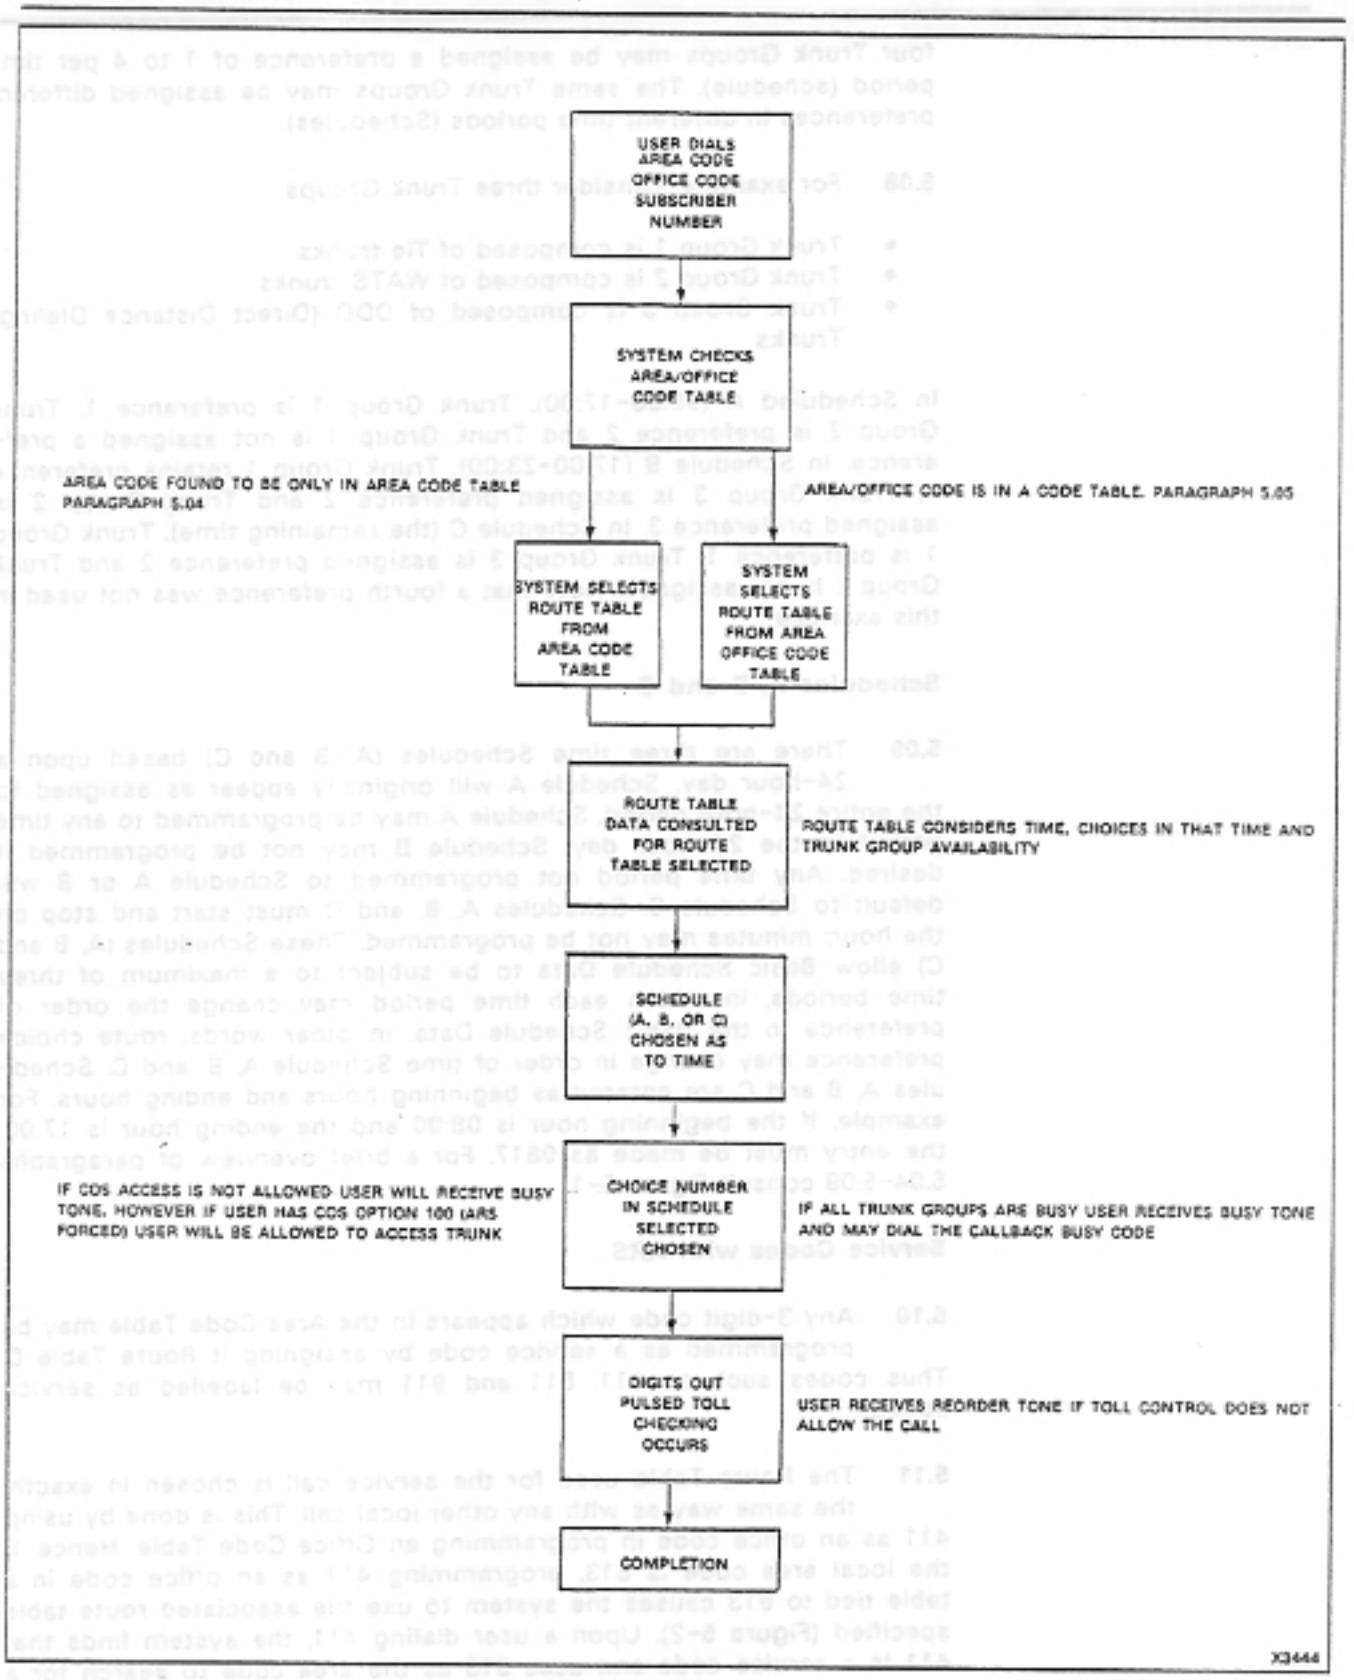

Figure 5-1 ARS Overview
5.09 There are three time Schedules (A, B and C) based upon a 24-hour day. Schedule A will originally appear as assigned to the entire 24-hour period. Schedule A may be programmed to any time period in the 24-hour day. Schedule B may not be programmed if desired. Any time period not programmed to Schedule A or B will default to Schedule C. Schedules A, B, and C must start and stop on the hour; minutes may not be programmed. These Schedules (A, B and C) allow Basic Schedule Data to be subject to a maximum of three time periods, in which each time period may change the order of preference in the Basic Schedule Data. In other words, route choice preference may change in order of time Schedule A, B, and C. Schedules A, B and C are entered as beginning hours and ending hours. For example, if the beginning hour is 08:00 and the ending hour is 17:00, the entry must be made as 0817. For a brief overview of paragraphs 5.04-5.09 consult Figure 5-1.